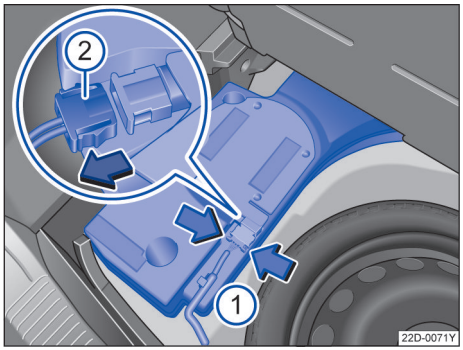

图 168 行李厢内：拆下重低音扬声器
– 用手捏住定位凸缘→ 图 168（箭头 ①）并压紧到止位，并断开连接插头 ②。
– 拔出连接插头 ②，并将拔出的导线放置一边。